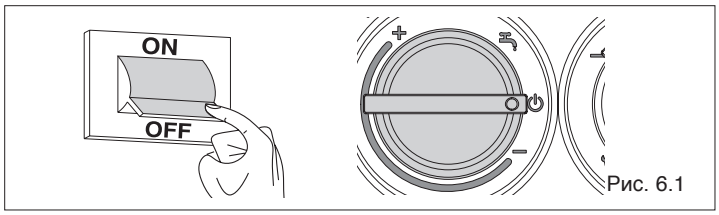

Рис. 6.1
- переведите общий выключатель системы (Рис. 6.1) и выключатель на панели управления котла в положение «выключено» ⏻;